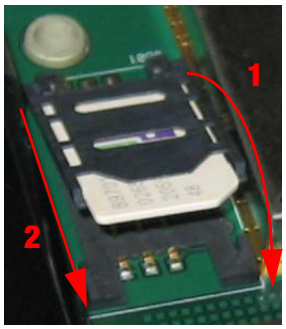

Рисунок 11. Установка SIM-карты
5. Переведите держатель SIM-карты в положение LOCK (закрыто). Убедитесь, что он плотно закрылся (Рис. 11).